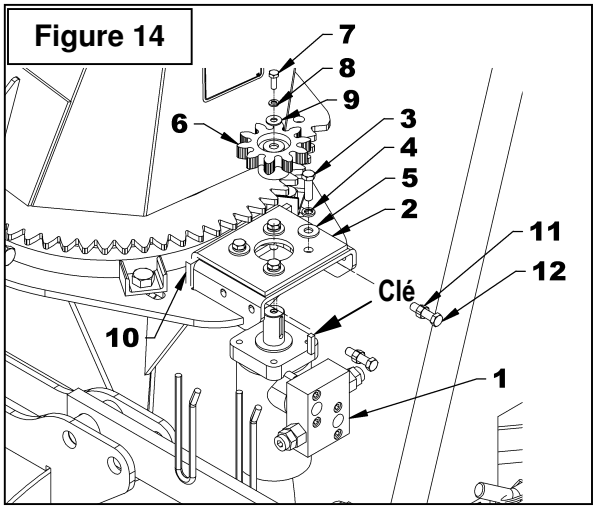

Figure 14
1. **Figure 14:** Installer le moteur (item 1) en plaçant la plaque d'ancrage (item 2) par-dessus tel qu'illustré. Fixer à l'aide de quatre boulons 3/8"NC x 1 1/4" (item 3), des rondelles de blocage et des rondelles plates (items 4-5). Serrer les boulons à la main.
2. **Figure 14:** Installer l'engrenage (item 6) avec la clé, le boulon 8 mm x 20 mm (item 7), la rondelle de blocage et la rondelle plate (items 8-9). Serrer le boulon selon la ***"Table de Spécification des Couples"*** à la fin du manuel.
3. **Figure 14:** Insérer le fer plat d'ancrage (item 10) entre la plaque d'ancrage (item 2) et le support de moteur tel qu'illustré. Visser les écrous 3/8" (item 11) au maximum sur les deux boulons 3/8"NC x 1 1/2" (item 12). Installer ces deux boulons (item 12) en les vissant dans le fer plat d'ancrage (item 10).